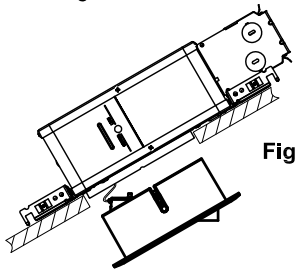

Fig 2b
b.) When using in a sloped ceiling the TRIM ASSY must be positioned as shown in Fig. 2b below.